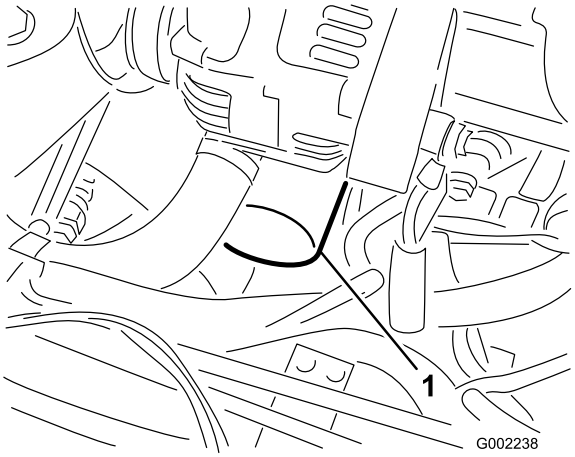

Figur 40
7. Fjern det gamle oliefilter (Figur 40).
10. Monter det nye oliefilter på filteradapteren. Drej oliefilteret med uret, indtil gummipakningen berører filteradapteren. Spænd derefter filteret yderligere 1/2 omgang (Figur 40).